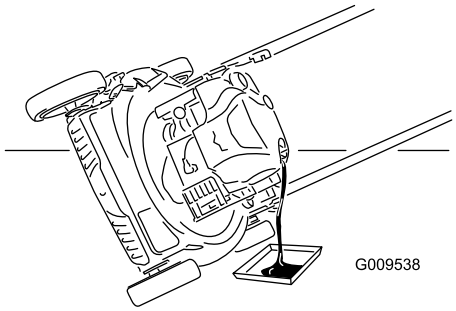

Figura 27
3. Coloque el cortacésped de lado con el filtro de aire hacia arriba para drenar el aceite usado a través del tubo de llenado de aceite (Figura 27).